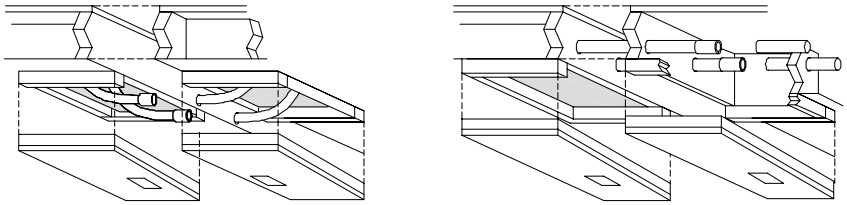

Figure 61. *Water line crossover with access panels*
3. **Pull lines.** Pull water lines through holes in rim joist. If holes are not provided, drill round holes in the center of the rim joist, with a maximum diameter of one third the rim joist depth (**Figure 61**).